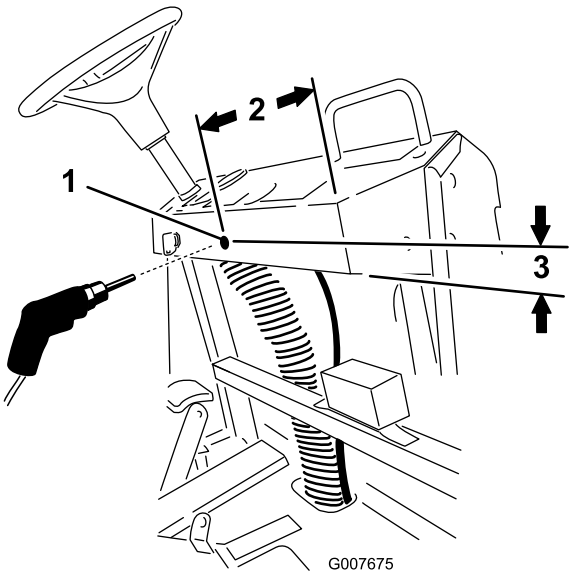

Figur 18
A. Lav en markering 25 cm indad fra højre side af instrumentbrættet og så 3,8 cm fra bunden af instrumentbrættet (Figur 18).